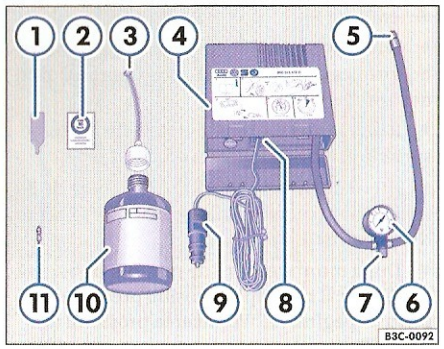

Fig. 28 Componentele setului.
Setul pentru repararea penelor ⇒ fig. 28 conține următoarele componente:
– Scoateți autocolantul ⇒ fig. 28 ② din set și lipiți-l în câmpul vizual al conducătorului, pe tabloul de instrumente.
– Deșurubați ventilul cu ajutorul dispozitivului prevăzut pentru aceasta ⇒ pagina 82, fig. 28" ① și așezați-l pe o suprafață curată.
– Agitați recipientul cu substanța de vulcanizare ⇒ pagina 82, fig. 28" ⑩ de câteva ori. ◀